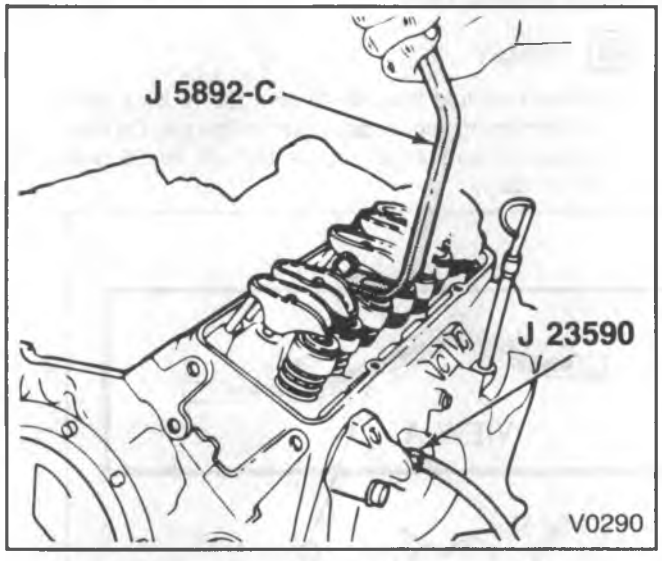

Figure 6—Compressing the Valve Springs
4. Valve keepers (20).
- Install a rocker arm nut (figure 6).
- Use J 5892-C to compress the valve spring (figure 6).
5. Cap (21) and/or rotator (28), shield (22) and spring (26) with damper (25).
6. O-ring seal (23), and seal (24) (intake valve only).
1. New seal (24) (intake valve only). Install the seal over the intake valve stem and seat it against the head.
2. Spring (26) with damper (25), shield (22) and cap (21) and/or rotator (28).
3. New O-ring seal (23) and valve keepers (20).
- With air pressure applied to the cylinder with J 23590, compress the spring with J 5892-C (figure 6).